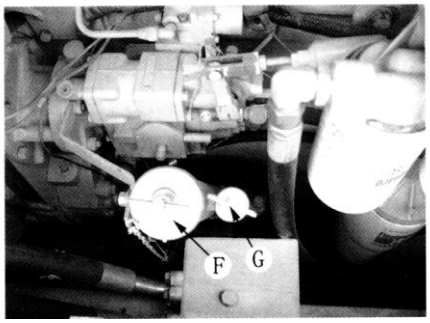

Рис. 2-2.
2.1.5. Проверьте уровень масла в масляном картере двигателя (Рис. 2-2).